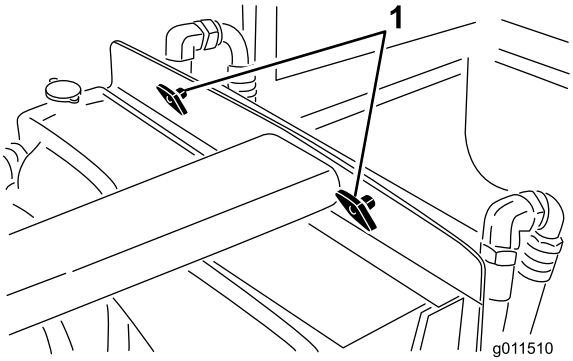

Figura 67
2. Retire os botões (Figura 67) que fixam o dispositivo de arrefecimento de óleo à estrutura.